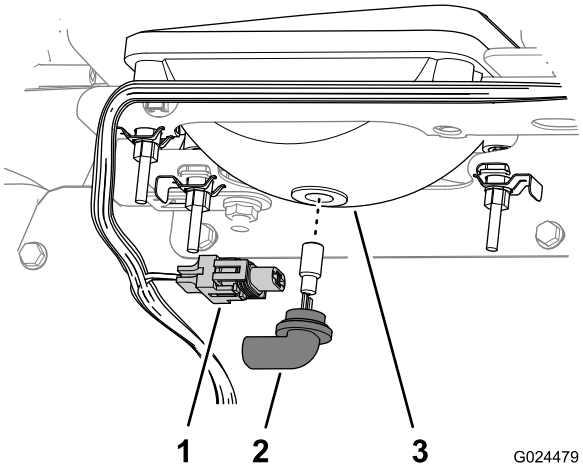

Figur 58
3. Frakobl det elektriske stik til ledningsnettet fra stikket på lampesamlingen bag på forlygtehuset (Figur 58).
4. Drej lampesamling 1/4 gang mod uret, og træk den med en bagudgående bevægelse ud af forlygtehuset (Figur 58).
5. Sæt den nye lampesamling og forlygtehuset i, og ret tapperne i lampesamling ind efter hullerne i forlygtehuset (Figur 58).
6. Fastgør lampesamlingen ved at dreje den 1/4 omgang med uret (Figur 58).
7. Tilslut det elektriske stik til ledningsnettet til stikket på den nye lampesamling (Figur 58).